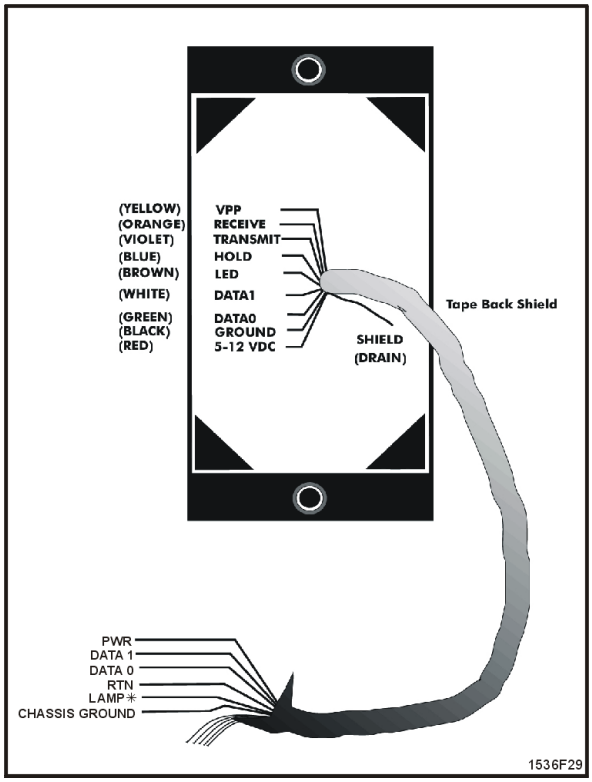

Figure 10: Wiring a Reader
1. All cables from readers, door strikes, door status sensors, and REXs must be properly earth grounded to ensure stable operation. Use the “Open-ended grounding” technique. This technique means to tape back, or isolate, one end of the shield drain wire and earth ground the other. An example would be to tape back the shield at the reader side and to tie the shield at the EMC side to earth ground (see Figure 10). Please be aware that operation is affected by the amount of static present during certain times of the year.
- Be sure to cut back drain wires and tape back along with non-used reader wires (see Figure 10).